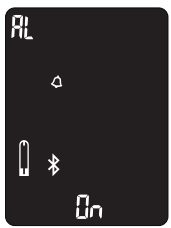

Rys. 15
2. Naciskaj przycisk ▲ do momentu pojawienia się w lewym górnym rogu wyświetlacza napisu AL (Rys. 15)